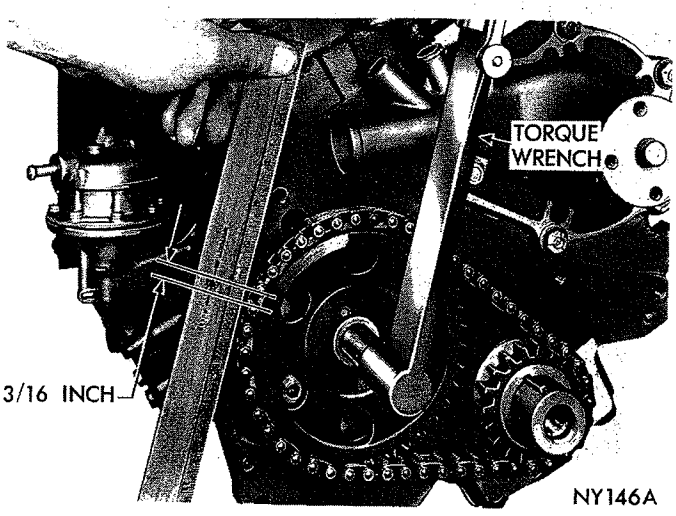

*Fig. 22—Measuring Chain Stretch*
(1) Place a scale next to the timing chain so that any movement of the chain may be measured.
(2) Place a torque wrench and socket over the camshaft sprocket lock bolt and apply torque in the direction of crankshaft rotation to take up slack; 30 foot-pounds (cylinder head installed) or 15 foot-pounds (cylinder head removed). **With torque applied to the camshaft sprocket bolt, crankshaft should not be permitted to move. It may be necessary to block the crankshaft to prevent rotation.**
(3) Holding a scale with dimensional reading even with the edge of a chain link, apply torque in the reverse direction 30 foot-pounds (cylinder head installed) or 15 foot-pounds (cylinder head removed) and note the amount of chain movement (Fig. 22).
(4) If chain movement exceeds 3/16 inch, install a new timing chain.
(5) If chain is satisfactory, slide the crankshaft oil slinger over the shaft and up against sprocket (flange away from sprocket).